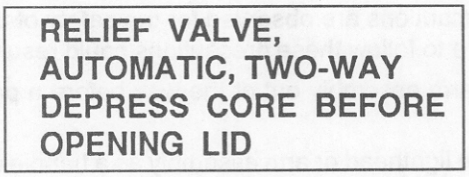

Figure 1-7. Breather valve instruction decal.
(2) A representative breather valve and instruction decal, located on the long side of the chest, is depicted in figure 1-7.